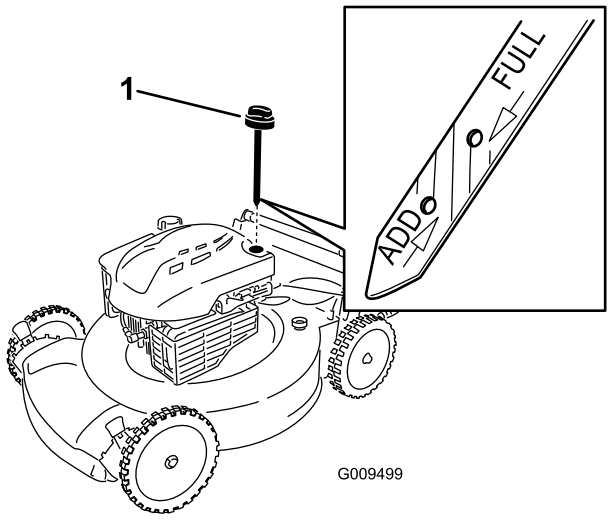

Figur 18
2. Tag målepinden ud (Figur 18).
4. Hæld **langsomt** olie i oliepåfyldningsrøret, indtil oliestanden når op til linjen **Full** (fuld) på målepinden (Figur 18). **Fyld ikke for meget på.** (Påfyld maks.: 0,59 l, type: SAE 30 selvrensende olie med API-serviceklassifikation SF, SG, SH, SJ, SL eller højere.)